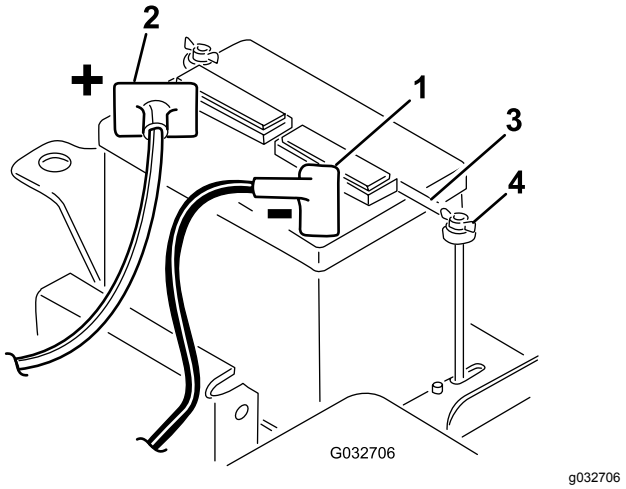

Figuur 5
2. Sluit de pluskabel (rood) van de accu vanaf de startmotorsolenoïde aan op de pluspool (+) van de accu (Figuur 5). Bevestig met een slotbout en een moer.
5. Plaats de accuklembeugel en de ringen en zet deze vast met vleugelmoeren (Figuur 5).